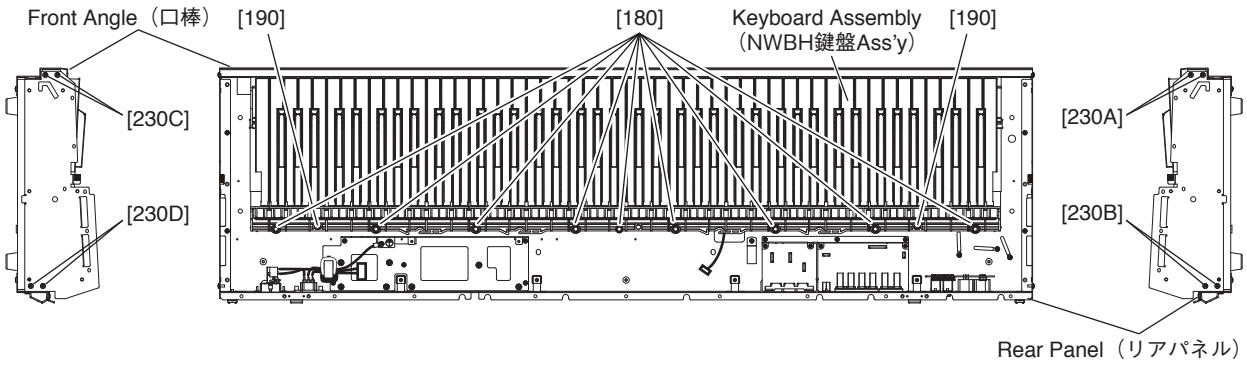
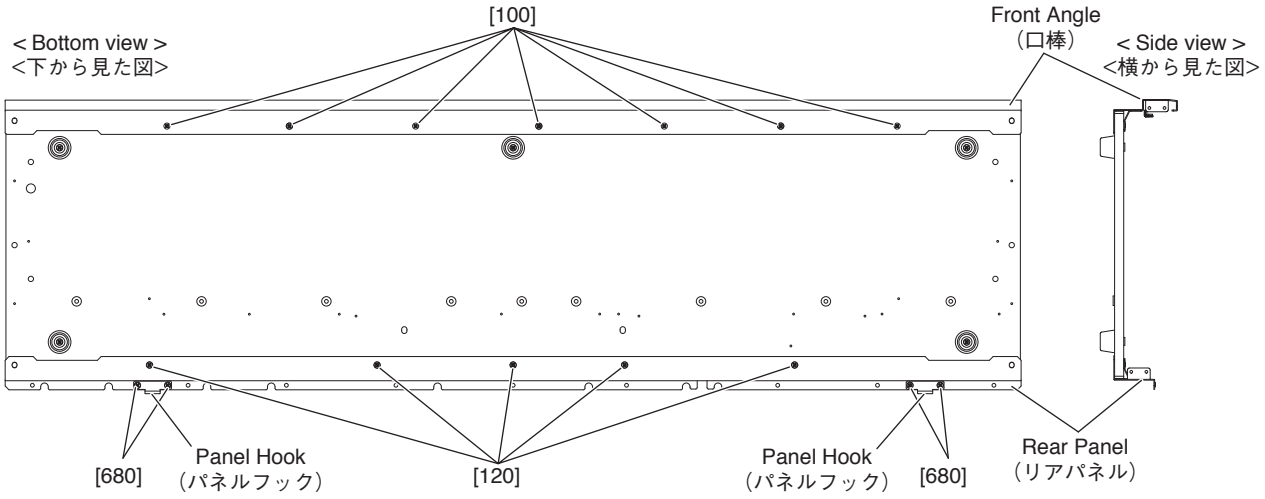

Fig.12（図 12）
Fig.14（図 14）
13-6 Remove the two (2) screws marked [190] and the nine (9) screws marked [180]. The NWBH keyboard assembly can then be removed. (Fig.12)
13-6 [190] のネジ 2 本、[180] のネジ 9 本を外し NWBH 鍵盤 Ass'y を外します。(図 12)
14-3 Remove the two (2) screws marked [230A], the two (2) screws marked [230C], the seven (7) screws marked [100] and two (2) screws marked [110C]. The front angle can then be removed. (Fig.2, Fig.12, Fig.14)
14-3 [230A] のネジ 2 本、[230C] のネジ 2 本と [100] のネジ 7 本と [110C] のネジ 2 本を外し口棒を外します。(図 2, 図 12, 図 14)
15-7 Remove the two (2) screws marked [230B], the two (2) screws marked [230D], the five (5) screws marked [120] and the two (2) screws marked [110E]. (Fig.2, Fig.12, Fig.14)
15-9 Remove the four (4) screws marked [680]. The two panel hooks can then be removed. (Fig.14)
15-7 [230B] のネジ 2 本、[230D] のネジ 2 本と [120] のネジ 5 本と [110E] のネジ 2 本を外します。(図 2, 図 12, 図 14)
15-9 [680] のネジ 4 本を外しリアパネルからパネルフック 2 個を外します。(図 14)